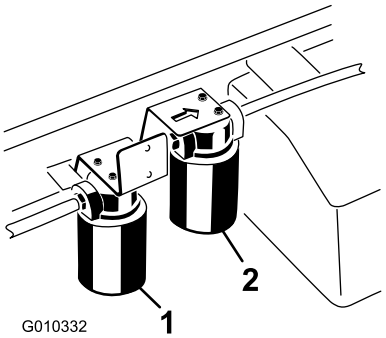

Figur 73
3. Ställ ett avtappningskärl under filtret och ta bort filtret (Figur 73).
1. Rengör runt området där högflödesfiltret monteras (Figur 73).